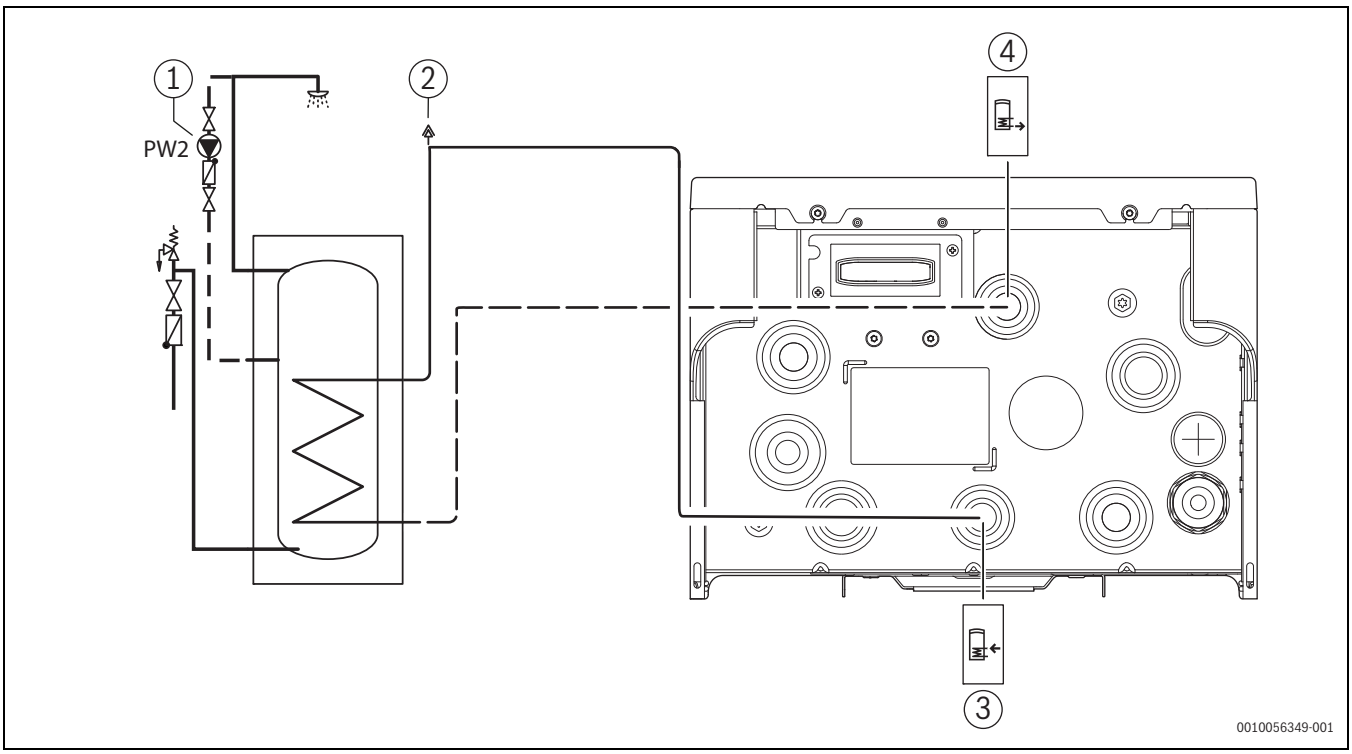

Afb. 18 Aansluitingen van de binneneenheid op boilers
▶ Sluit de retourleiding van de boiler aan (→[4], Afbeelding 18).
▶ Sluit de aanvoerleiding met automatisch ontluchtingsventiel aan op de boiler (→[3], [2], Afbeelding 18).